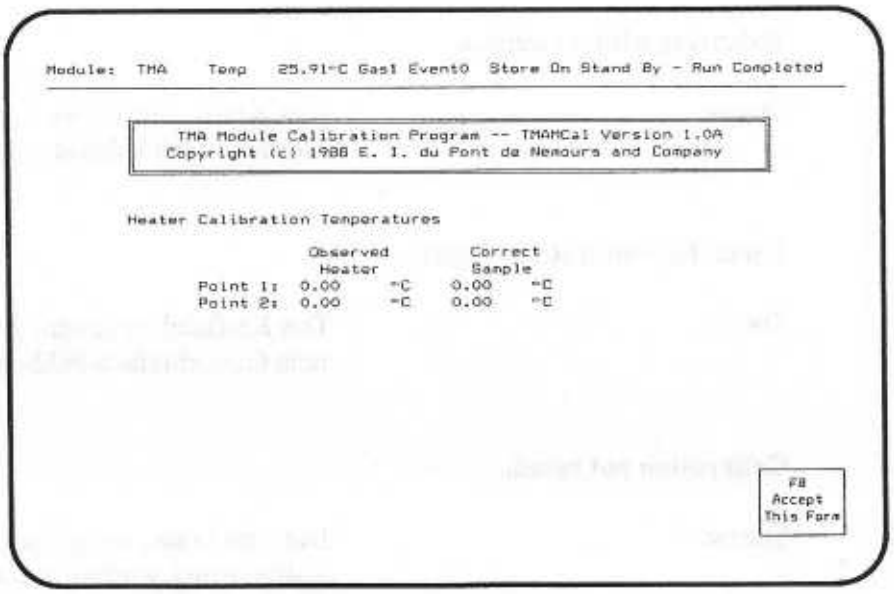

Bild 47
2. Drücken Sie F2 (Heater Temperature). Der in Abbildung 47 wiedergegebene Bildschirm erscheint.